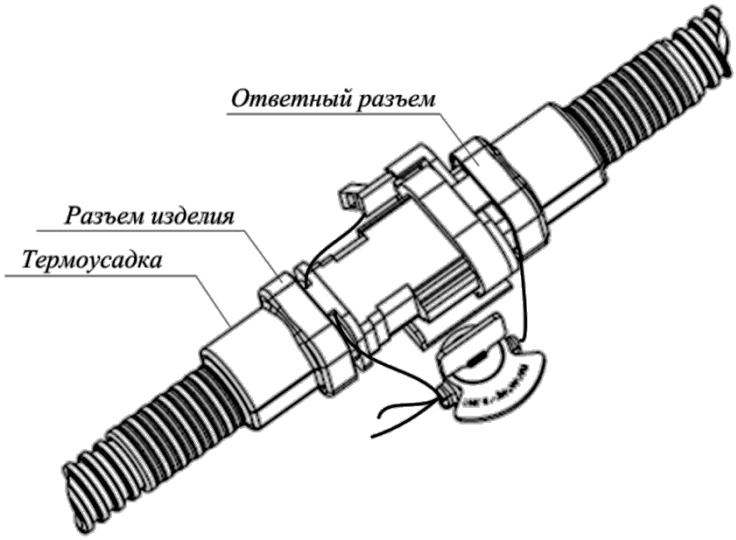

Рисунок 31
Для датчика уровня топлива LLS-AF 20310 установить защитную пломбу на разъем (Рисунок 31).
1) Продеть пломбировочную проволоку через отверстия разъема изделия и ответного разъема, таким образом, чтобы проволока проходила с разных сторон разъемов (Рисунок 31).